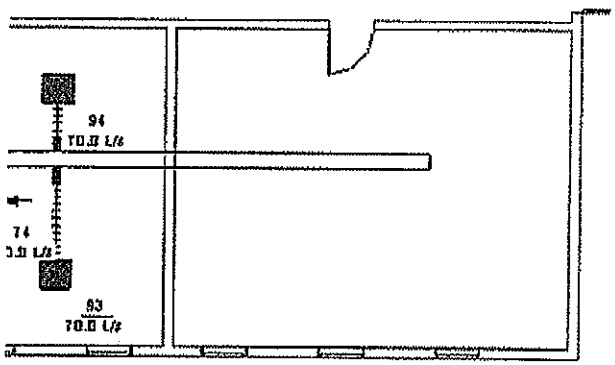

Figure 2–55
1. Select the **Air Terminals** and associated ductwork as shown in Figure 2–55.